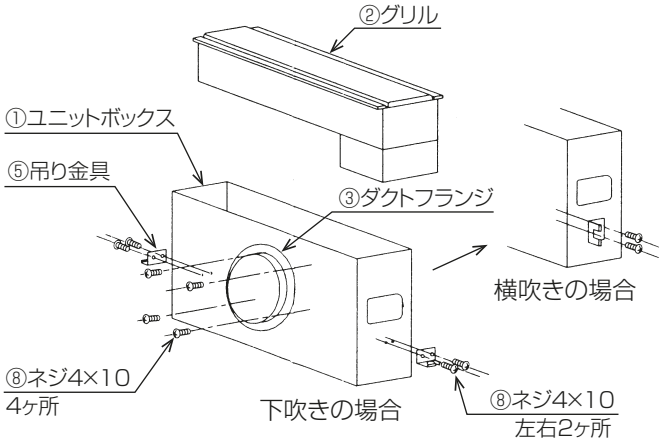

図 1
・ ③ダクトフランジと⑤吊り金具を①ユニットボックスにネジ止めします。（**図 1**）